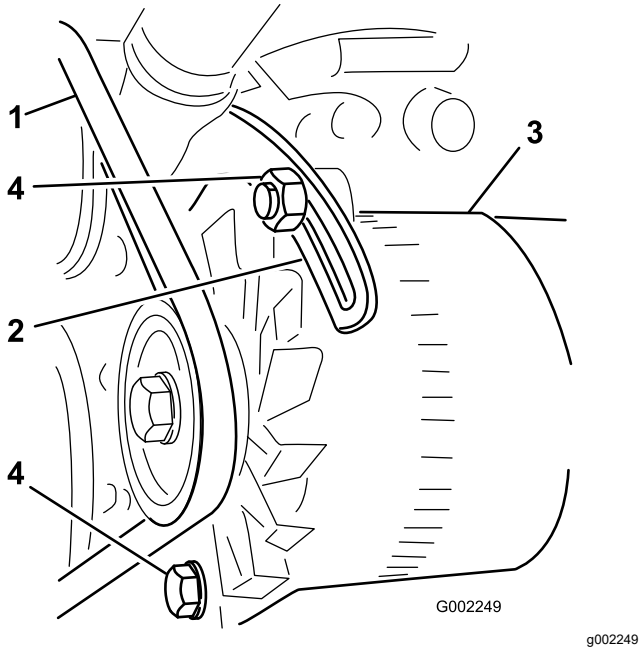

Figura 101
3. Desaperte o parafuso no ponto de articulação do alternador; desaperte o parafuso que prende o alternador à abraçadeira ranhurada (Figura 101).